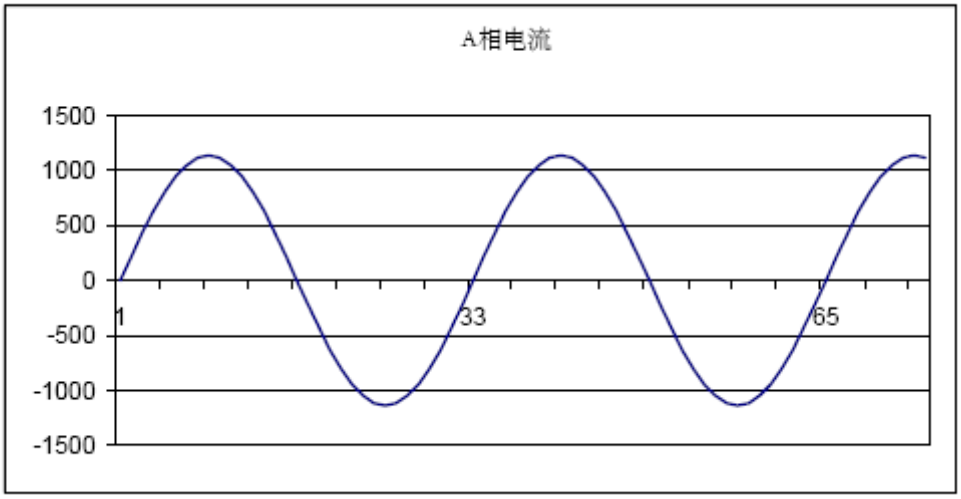
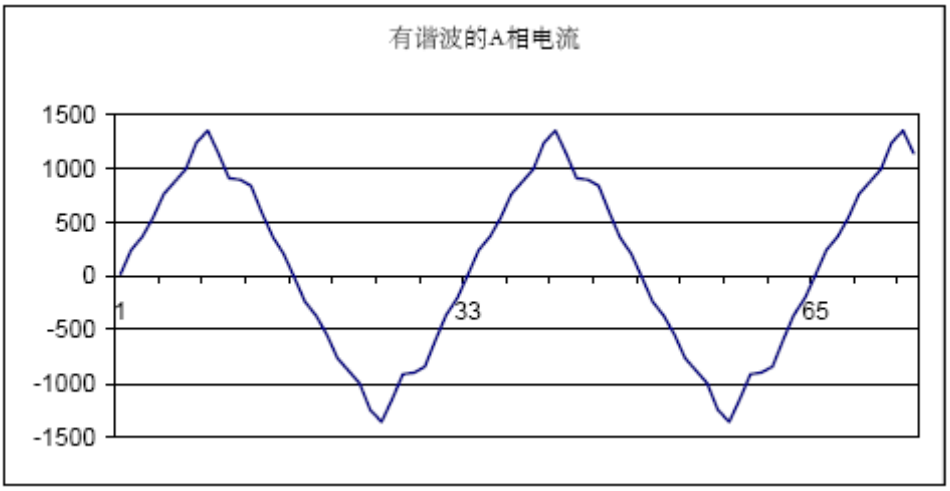

图 1.10：无失真的电流波形
图 1.11：失真的电流波形
- 谐波失真主要是由密集的非线性负载造成的。某些设备，例如计算机电源、变速马达、日光灯镇波器的电流需量值都不符合交流电的正弦波形，因此这些负载的电流波形都是非正弦的周期波形，图 1.10 所示为正常的正弦电流波形，没有失真。
- 图 1.11 所示波形为轻度谐波失真的电流波形，波形仍具有周期性以 60Hz 的频率波动，但是波形不再是图 1.10 中的平滑正弦波。
- 图 1.11 中的失真模型可以看成是多个频率为 60Hz 倍数的正弦波形叠加，这个模型从数学角度上将失真的波形分解成多个更高频率的波形，这些更高频率的波形就是谐波，图 1.12 所示为组成图 1.11 中失真波形的谐波。